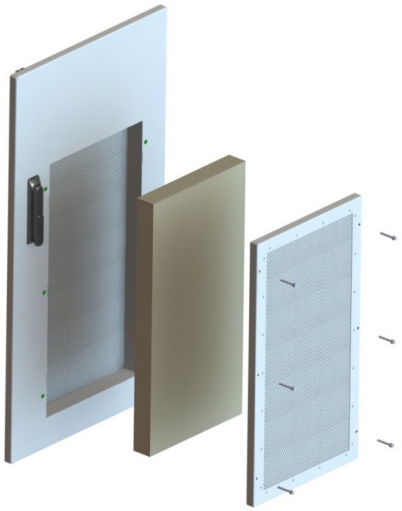

Рисунок 11.2 — Замена воздушного фильтра
- при помощи шуруповерта с 4 мм шестигранной насадкой или шестигранного ключа снять с дверей короба с фильтрами (рисунок 11.2).